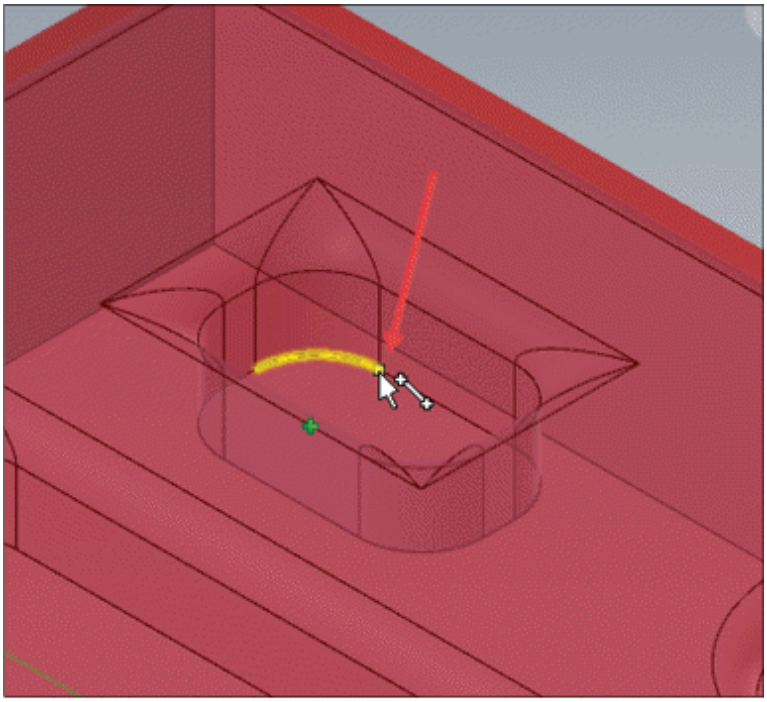

Figure-14. Point to be selected
- Select the point as shown in Figure-14. The dialog box will be displayed again and the value in the **Depth** edit box will be changed automatically.